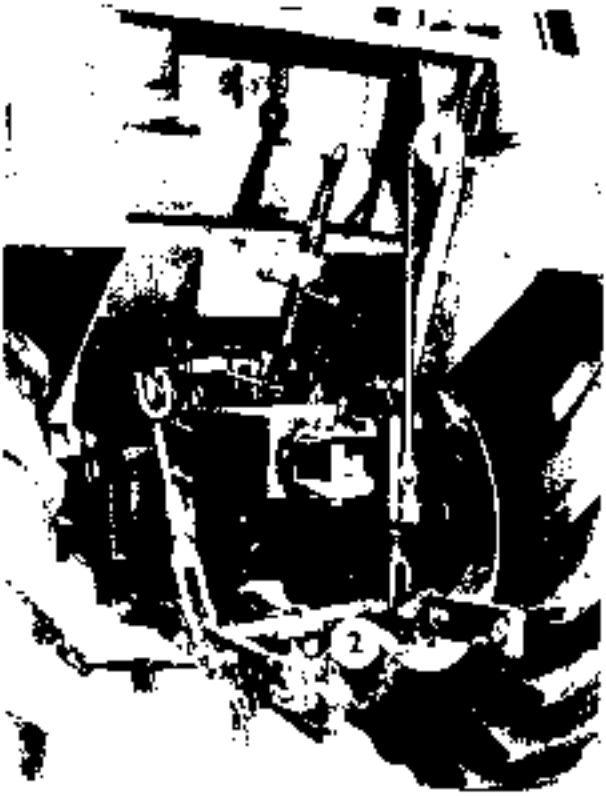

Fig. 24
The three-point hitch represents an outer coupling device serving for attaching agricultural machines and implements. It consists of an upper link being longitudinally adjustable (Fig. 24/1) and two lower links (Fig. 24/2) which are attached by a RH and LH strut (Fig. 24/3) to the hydraulic lifting mechanism arms (Fig. 24/4). The RH strut is longitudinally adjustable – without dissembling – by means of a crank, bolt and nut, whereby RH lower link is vertically adjustable. The upper link as well as lower links
are provided with ball joints and openings enabling lower links ends to (sway) swing by ±125 mm. By changing the length of the torsion nut (Fig. 24/5), the lower links sway can be adjusted within the whole hydraulic mechanism (1). As long as the tractor is without any attached (coupled) implement, the upper link can be hanged onto a flexible holder (Fig. 23/1). The tractor provided with a safety coil can be optionally equipped with a longitudinally adjustable RH strut (from the driver's seat) by means of a crank located in the cab (Fig. 26/1). When working with an implements, it is necessary to remove lower links bearings (Fig. 25/2).